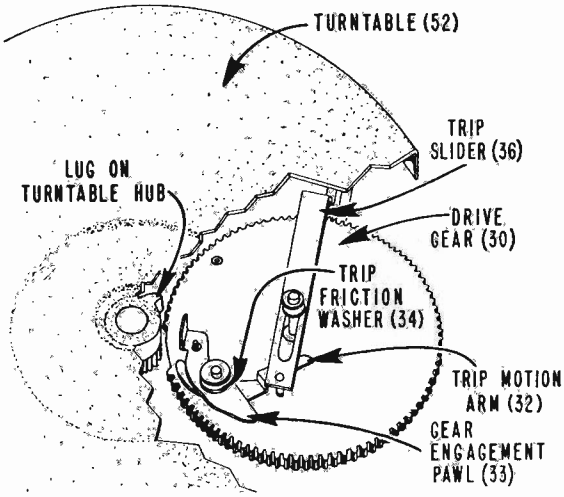

Figure 2A. Drive Gear Position Out of Change Cycle.
This changer employs a velocity trip, which consists primarily of two parts: the trip motion arm (32), and the gear engagement pawl (33). These parts are mounted near the "dead spot" on the drive gear. See Figure 2A.
This record changer uses a velocity type trip, which depends upon a rapid movement of the tone arm toward the centerpost in any area between 2 7/8" to 7/8" from the center of the record. **This trip requires no adjustment.** However, in order for the changer to trip properly, there must be sufficient friction between the trip motion arm (32) and the gear engagement pawl (33). If the friction is lost, a small amount of lubricant (such as lubriplate #110) should be placed between these parts. If this does not help, it may be necessary to replace the trip friction washer (34). See Figure 2A.